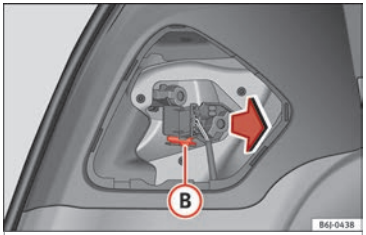

Fig. 199 Removing the bulb holder.
– Remove the bulb holder by pressing the fastening clip (B) ››› **Fig. 199** and pulling it outwards.